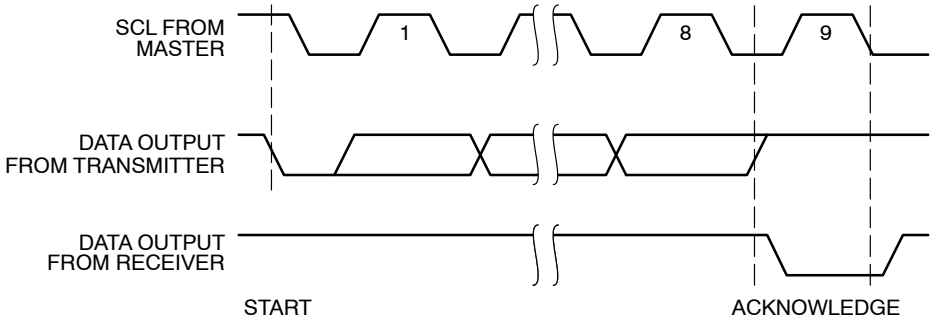
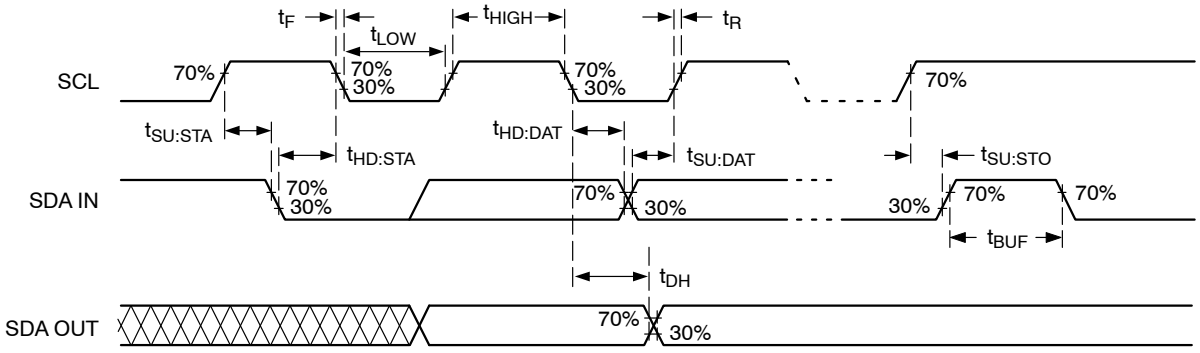

Figure 4. Acknowledge Timing
Figure 5. Bus Timing
5. Timing reference points are set at 30%, respectively 70% of V_{CC}, as illustrated in Figure 5. Bus loading must be such as to allow meeting the V_{IL} and V_{OL} as well as all other timing requirements. The minimum clock frequency of 10 kHz is an SMBus recommendation; the minimum operating clock frequency is limited only by the SMBus time−out. The device also meets the Fast and Standard I^2C specifications, except that T_i and t_{DH} are shorter.
A matching Slave address is acknowledged (ACK) by the Slave by pulling down the SDA line during the 9th clock cycle (Figure 4). After that, the Slave will acknowledge all data bytes sent to the bus by the Master. When the Slave is the transmitter, the Master will in turn acknowledge data bytes in the 9th clock cycle. The Slave will stop transmitting after the Master does not respond with acknowledge (NoACK) and then issues a STOP. Bus timing is illustrated in Figure 5.